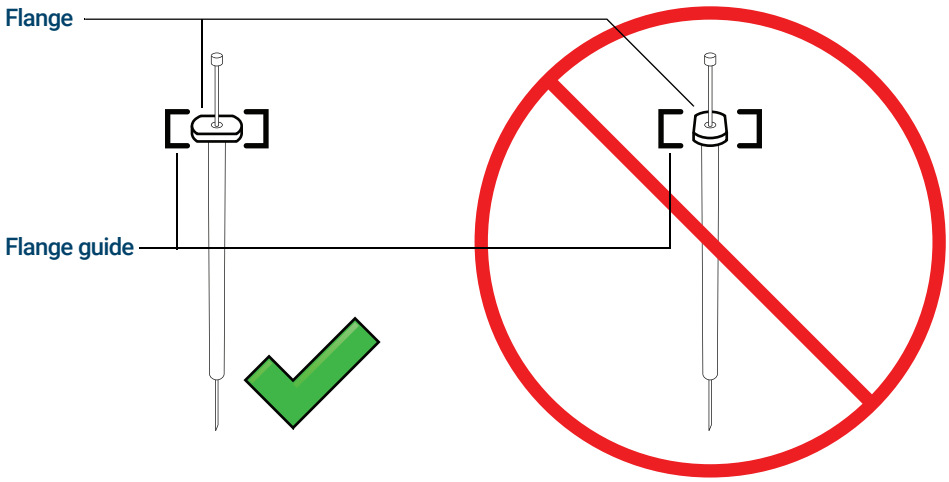

Figure 49. Syringe flange orientation
7. Align the syringe flange with the flange guide and press the syringe into place, keeping the needle end in the guide hole of the needle support foot. Make sure that the flat edge of the syringe flange faces out (**Figure 49**).